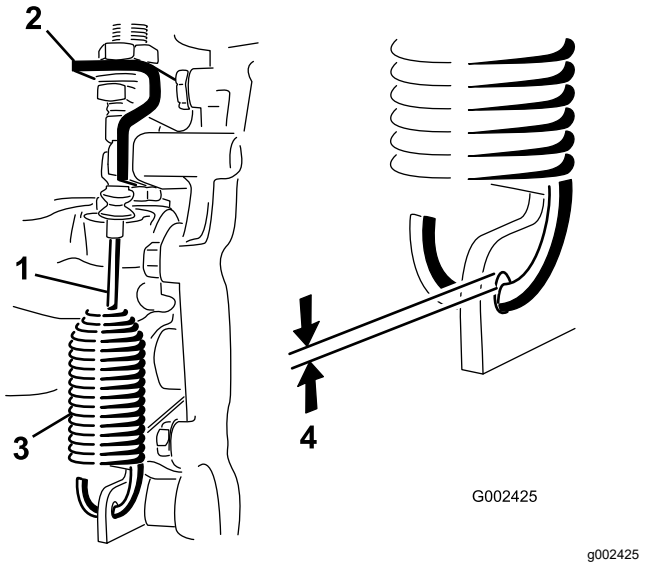

Figura 50
2. Afrouxe as contraporcas que prendem o cabo de bloqueio do diferencial ao suporte na transmissão (Figura 50).